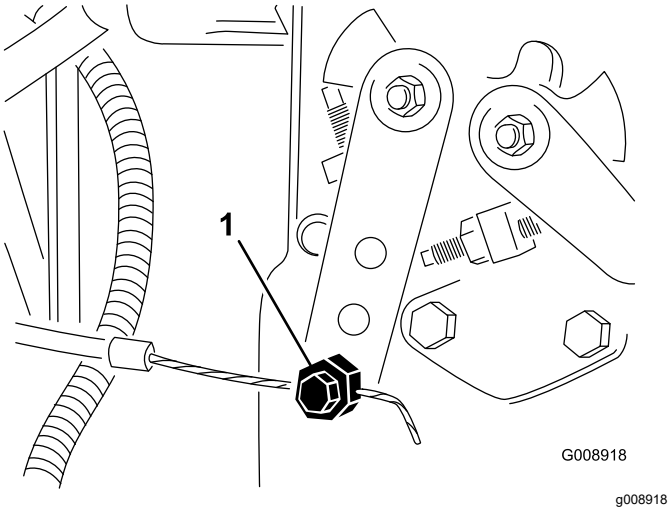

Figur 87
4. Lossa gasreglagekabelns kontaktdon på spaken vid insprutningspumpen (Figur 87).